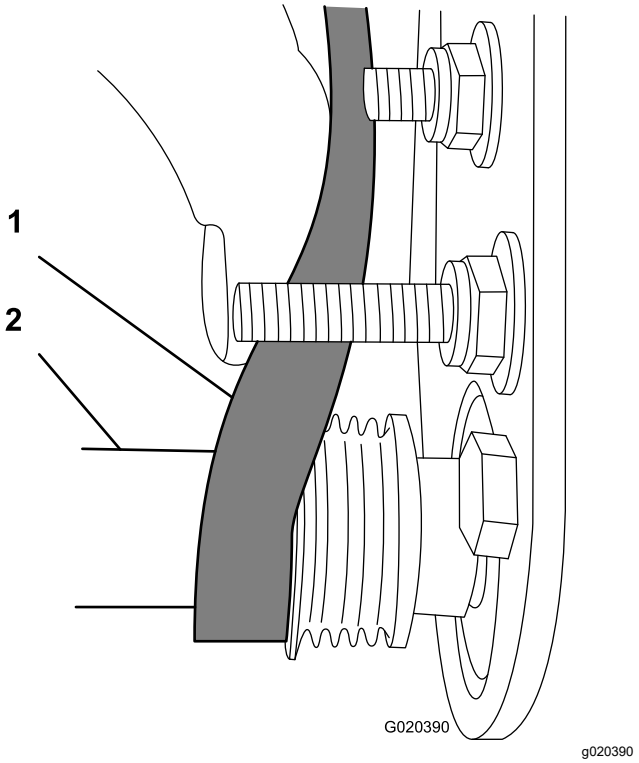

Figura 17
- Avviate la cinghia sulla puleggia **condotta** (Figura 17).
- Utilizzate una chiave a tubo di profondità (9/16") per ruotare il gruppo spazzola e guidare la cinghia sulla puleggia condotta (Figura 17).